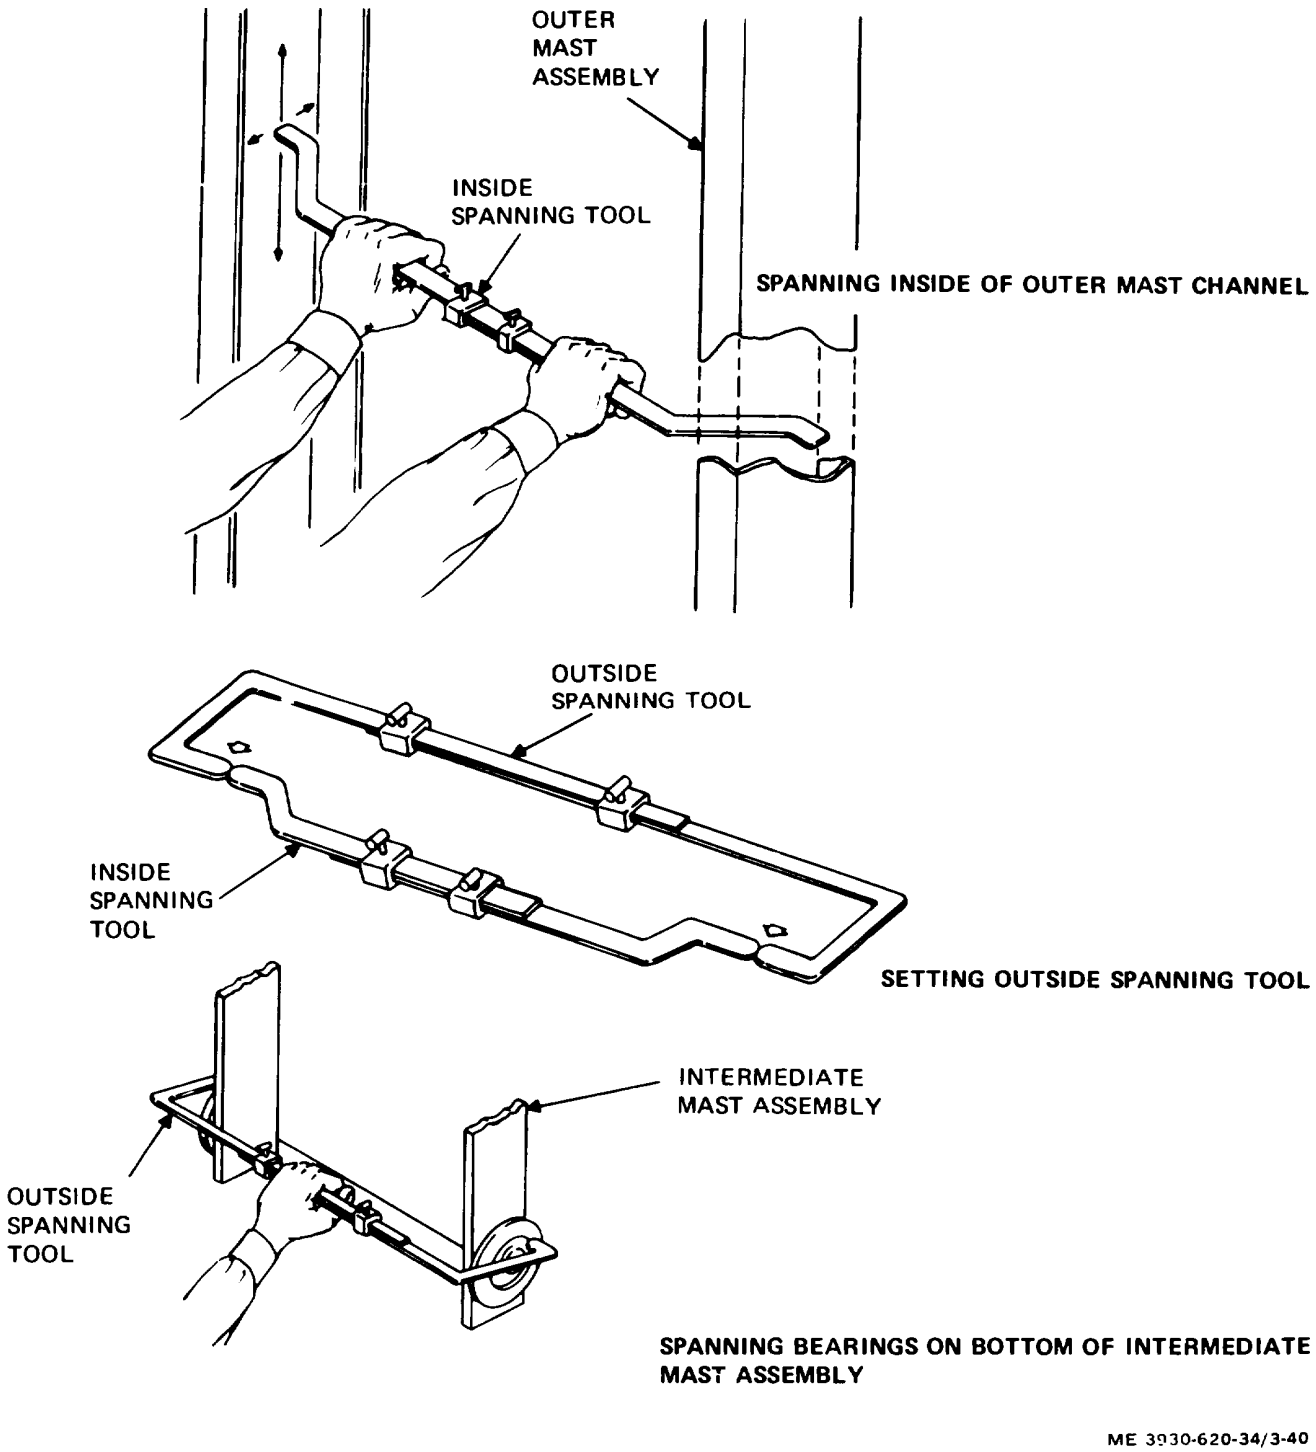

Figure 3-40. Mast bearing adjustment.
(1) Using an adjustable spanning tool, locate the narrowest point on the rear inside of the outer mast channel. (fig. 3-40.) Lock the tool in this position. Set an adjustable outside spanning tool to match the inside spanning tool and lock in position.
(2) Install bearings on shafts at the bottom of the intermediate mast assembly. Using the outside spanning tool, span bearings at the maximum camber point. Add shims as required to obtain a maximum clearance of 0.015 inch between the hearings and the outside spanning tool. Divide shims as equally as possible between bearings.